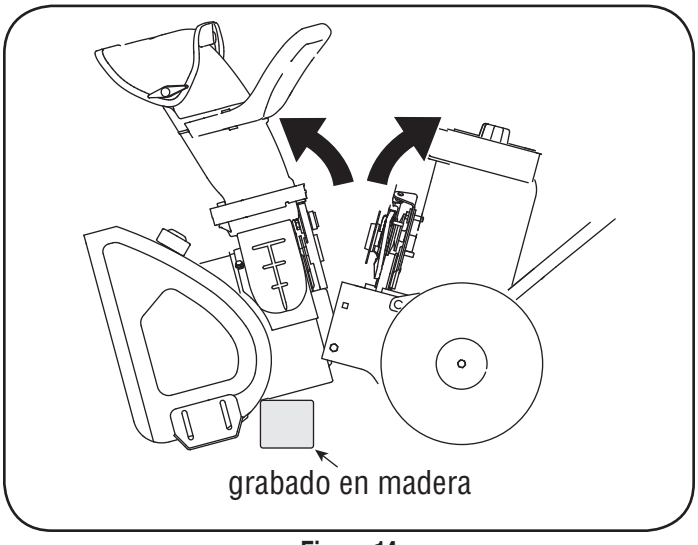

Figura 14
7. Empuje la manija de la unidad abriendo aún más esta área y permitiendo un mejor acceso a la polea de la barrena. Tal vez desee colocar un trozo de madera bajo la caja de la barrena para mantener la unidad abierta. Vea la figura 14.